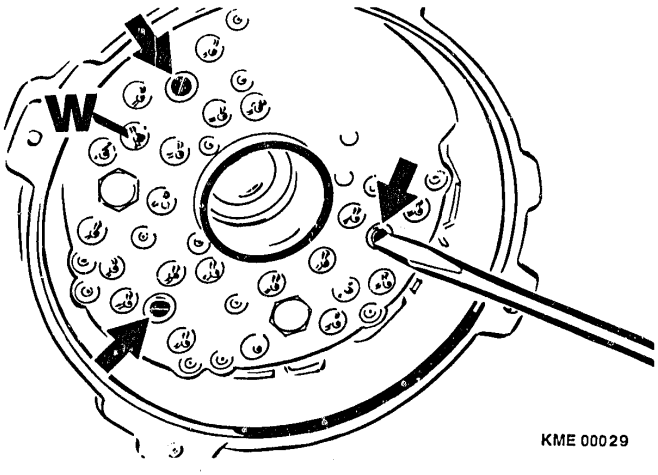

Figure 14 Rectifier Assembly Removal
1. Loosen and remove the three screws that hold the rectifier to the collector end shield. (Figure 14)